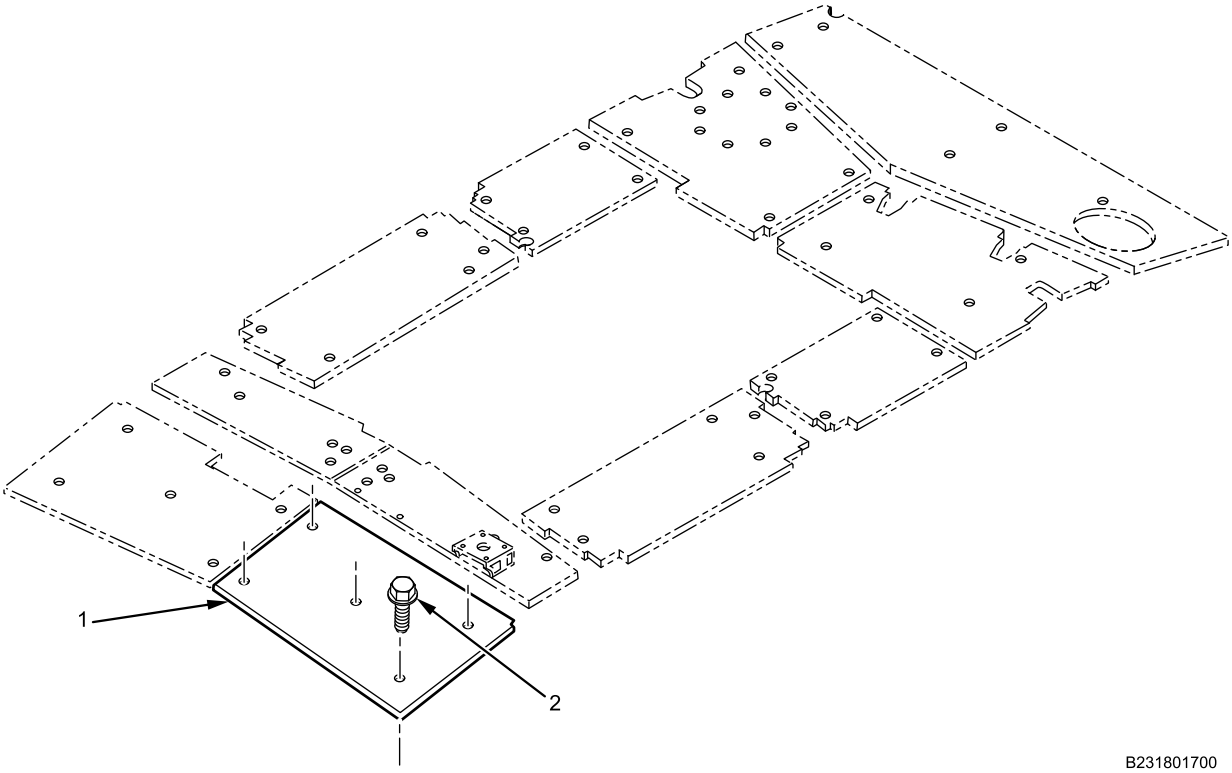

Figure 2. Roof Armor Front Panel.
1. Apply corrosion preventive compound on roof armor front panel mounting bolt threads (Figure 2, Item 2).
2. With assistant, install roof armor front panel (Figure 2, Item 1) with five bolts and washers (Figure 2, Item 2). Torque bolts to 34-38 lb-ft (46-51 N•m).